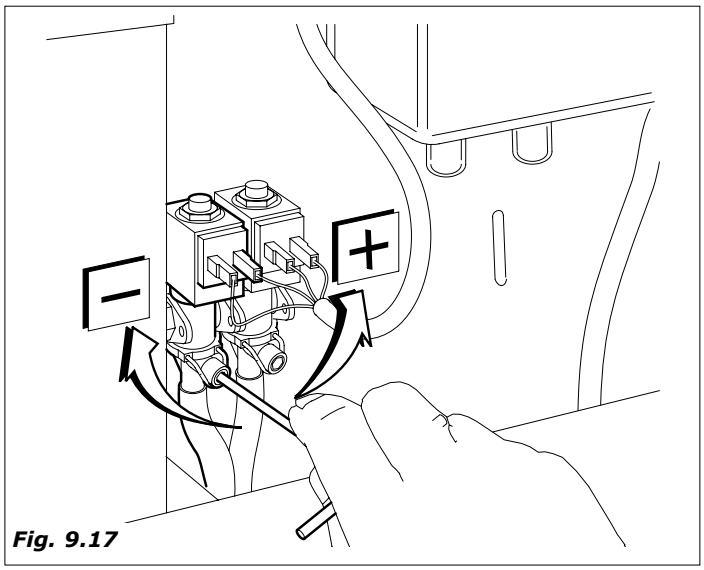

Fig. 9.17
- Para obter uma boa enxaguadura dos copinhos acionar eventualmente o parafuso de capacidade *(Fig.9.17)*.